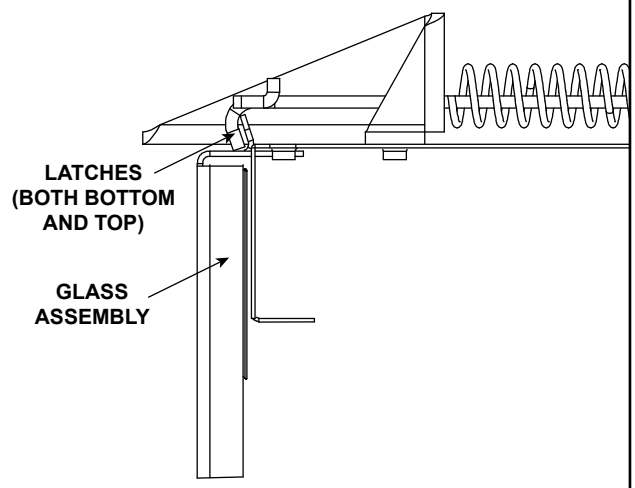

**Figure 4.1 Fixed Glass Assembly**
- Pull the four glass assembly latches out of the groove on the glass frame. Remove glass assembly from the appliance. See Figure 4.1.